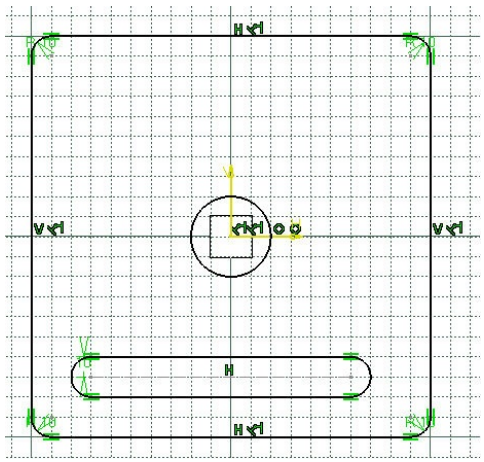

Figure 3-57 *The sketch after drawing the elongated hole*
6. Move the cursor vertically upward and click to specify a point on the elongated hole at the location where the radius value is displayed as **10** in the **Radius** edit box. Figure 3-57 shows the sketch after drawing the elongated hole.